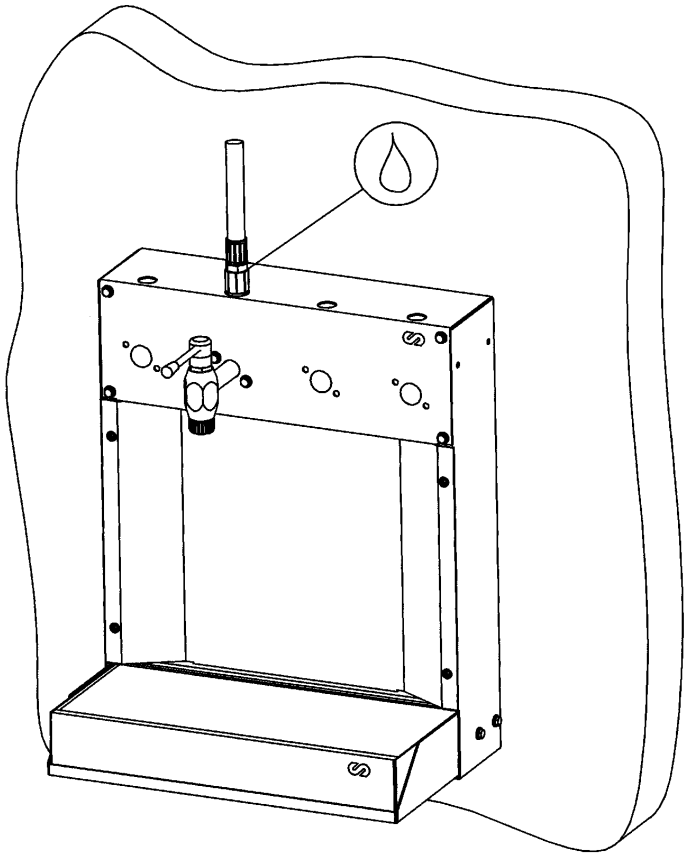

Fig. 4
3. Once assembled, connect the corresponding hoses. (See figure 4).
3. Una vez montado el equipo, instale la manguera o mangueras de suministro (Fig. 4).
3 Dès que le poste de distribution est monté, installer le ou les flexibles de distribution (voir figure 4).